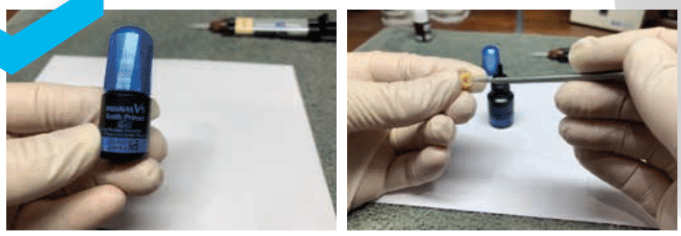

Fig. 4: a) TOOTH PRIMER se puede colocar en cualquiera de las dos superficies tanto en el pilar como en la corona;
- Aplicación de TOOTH PRIMER. Fig. 4